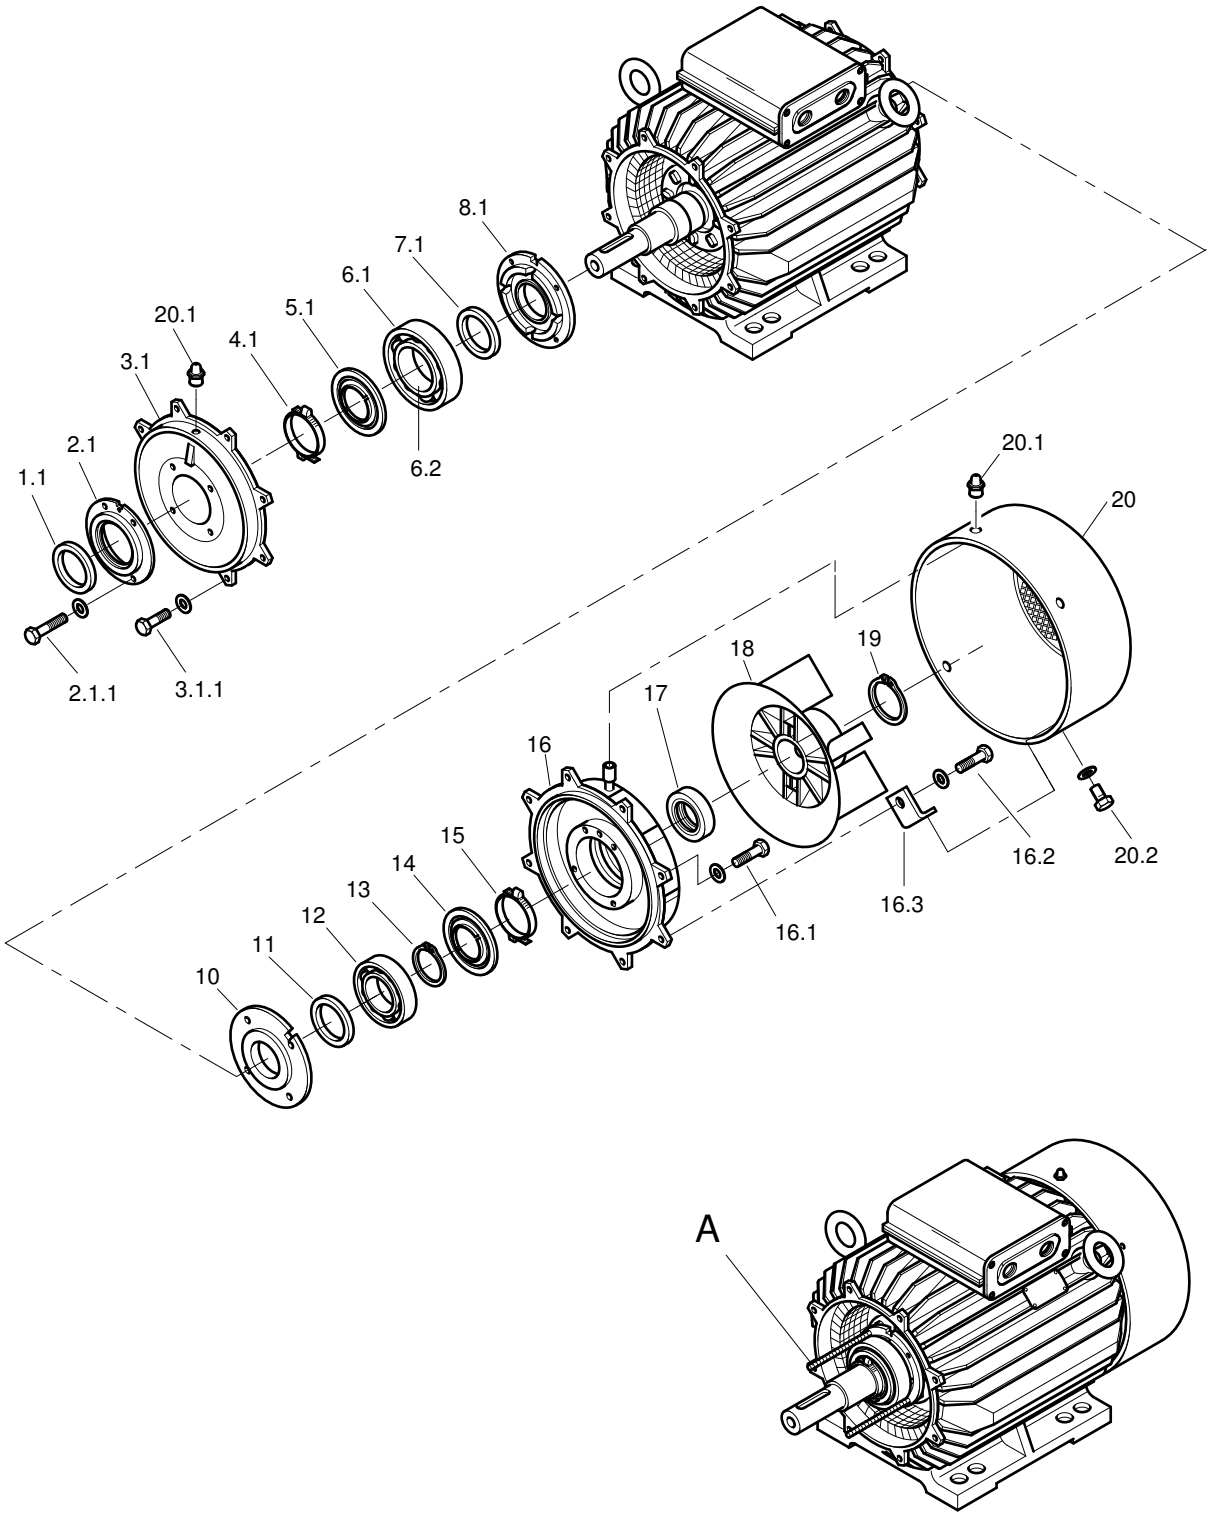

Bild 14: Lagerwechsel AH180 bis AH315
5.5.3 Demontage bei antriebsseitigem Zylinderrollenlager (→ Bild 14) (Für gegenseitiges Rillenkugellager, siehe 5.5.1)
5.5.4 Montage bei antriebsseitigem Zylinderollenlager (→ Bild 14) (Für gegenseitiges Rillenkugellager, siehe 5.5.2)